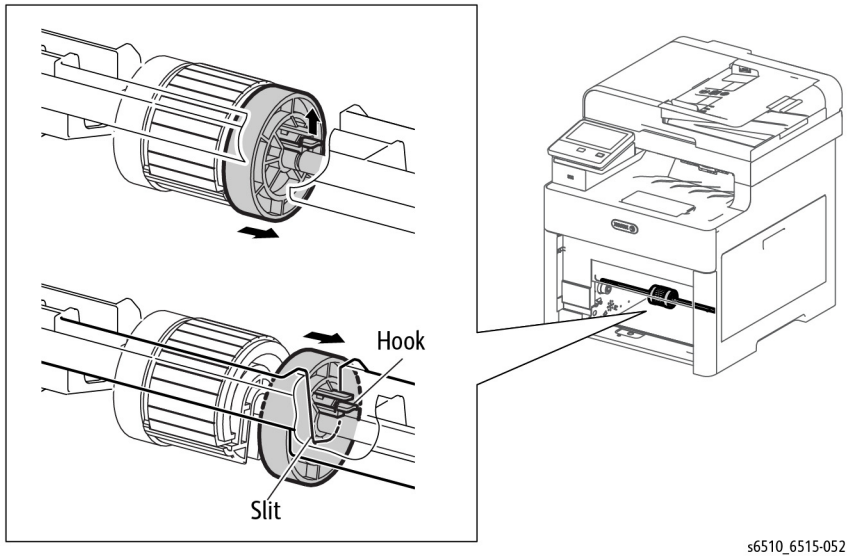

Figure 1 Release the Bypass Tray Feed Roller Hook
2. Refer to Figure 1 to release the hook on the Bypass Core Roll.
3. Refer to Figure 1 to rotate the Bypass Core Roll and move it in the direction of the arrow until the Core Roll slides completely against the Bypass Frame Housing.